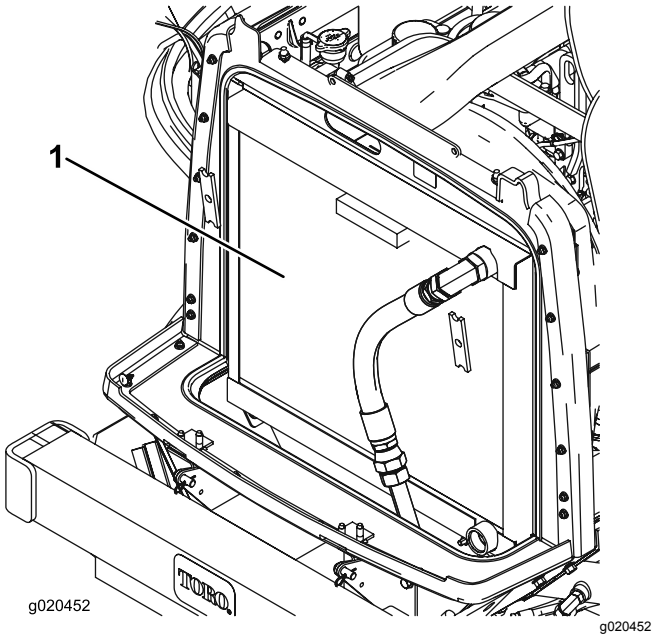

Figur 74
3. Rengjør begge sidene av radiator-/oljekjøleområdet grundig med trykkluft (Figur 74).